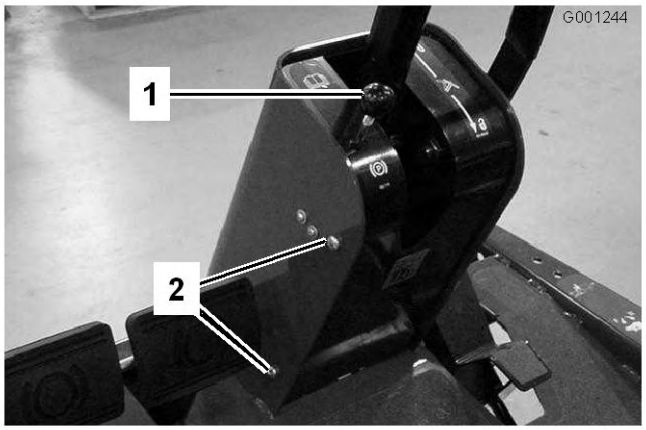

Figur 69
1. Ta bort knoppen från parkeringsbromsen och skruvarna från styrkolonnens kåpa (Figur 69).